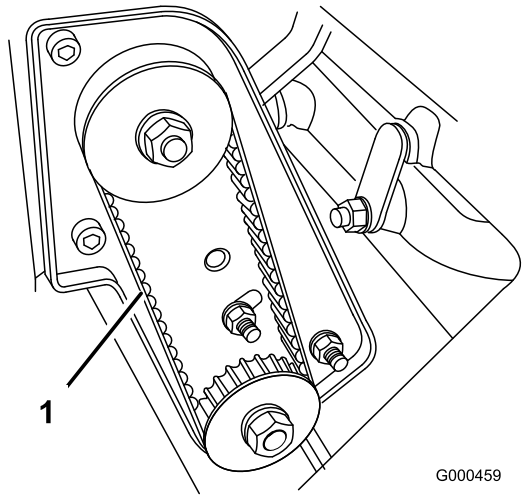

Figure 41
2. Contrôlez la tension de la courroie en exerçant une force de 1,8 ± 0,5 kg à mi-distance entre les poulies (Figure 41). La courroie doit présenter une flèche de 4,8 à 7,9 mm. Si ce n'est pas le cas, passez à l'étape suivante.